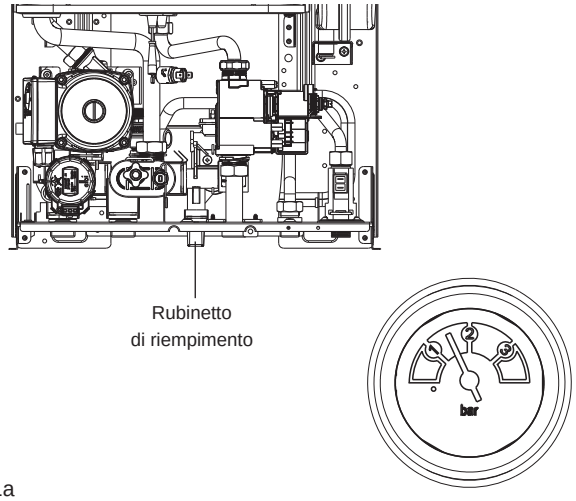

fig. 5.1a
- aprire il rubinetto di riempimento (fig. 5.1a) fino a che il valore di pressione sia compreso tra 1 e 1,5 bar.